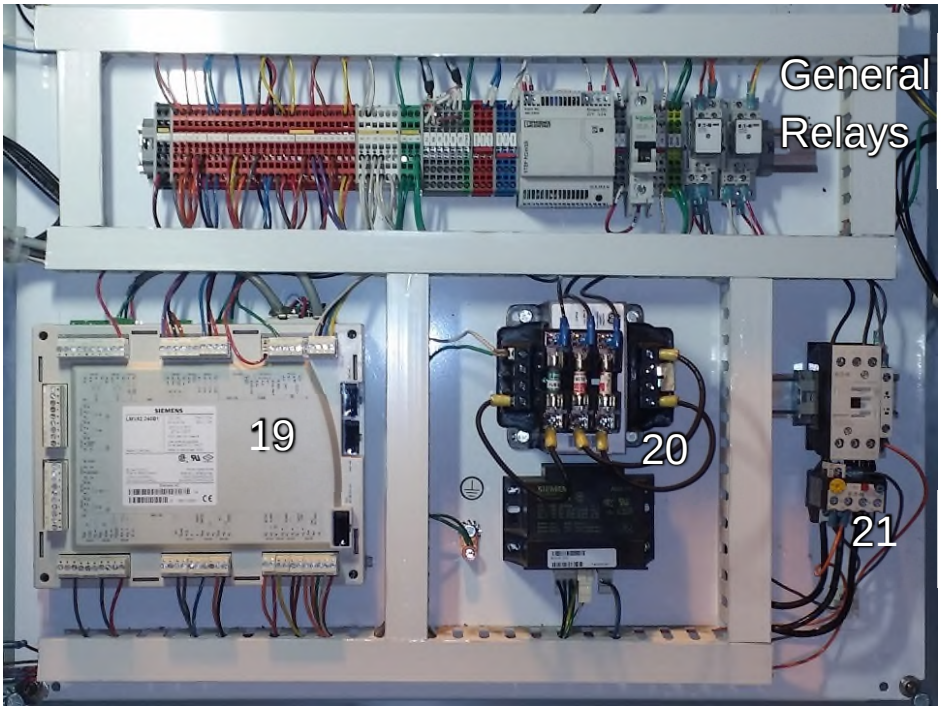

Figure 2.4 Control Panel
17. Control Panel – Houses and protects electrical controls and wiring, and provides terminals for wiring connections. See details below in Figure 2.4.